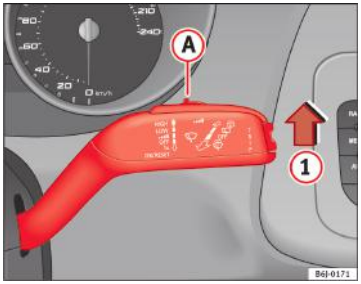

Fig. 65 Maneta ştergătoarelor de parbriz
– Deplasaţi maneta ştergătoarelor de parbriz în poziţia (1) ⇒fig. 65.
– Deplasaţi butonul de comandă (A) la dreapta sau la stânga pentru a seta sensibilitatea senzorului de ploaie. Deplasaţi butonul de comandă la dreapta: foarte sensibil. Deplasaţi butonul de comandă la stânga: mai puţin sensibil.